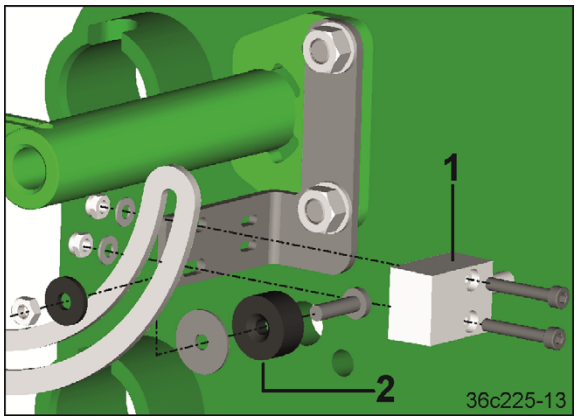

Fig. 100
9. Den Arbeitsstellungssensor (Fig. 100/1) und den Verstellmagnet (Fig. 100/2) befestigen.
Der Arbeitsstellungssensor (Fig. 100/1) liefert den Impuls zum Ein- und Ausschalten der Saatleitungsüberwachung.